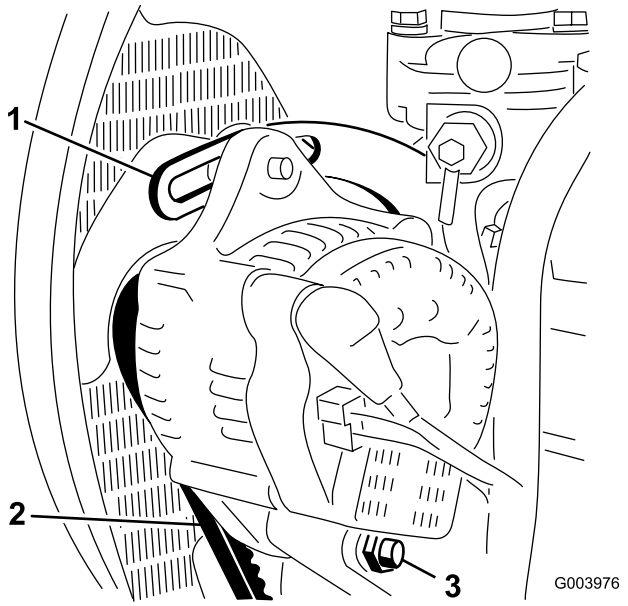

**Figura 68**
2. Compruebe la tensión de la correa del alternador presionándola (Figura 68) en el punto intermedio entre las poleas del alternador y del cigüeñal con una fuerza de 10 kg (22 libras).
3. Afloje el perno que fija el tirante al motor (Figura 68), el perno que fija el alternador al tirante y el perno de pivote.